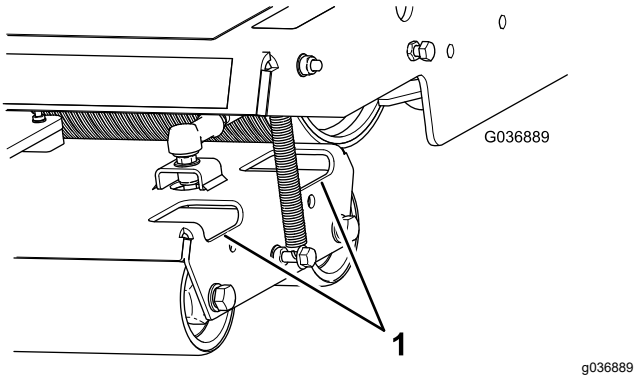

**Figur 39**
2. Avlägsna smuts och skräp från rullarna genom att spruta vatten genom hålen i rullarnas hus (Figur 39).